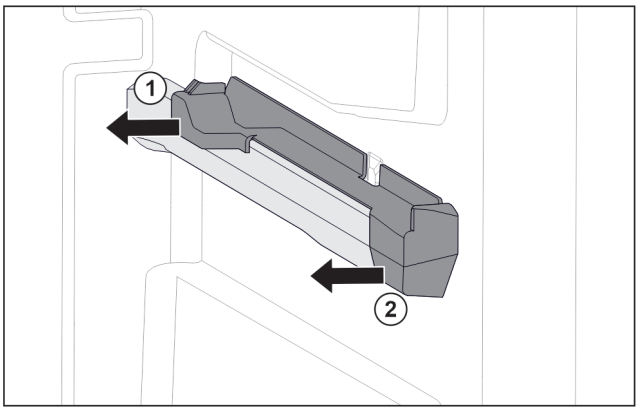

Fig. 147 Attachment on the right moulded rib
▶ Pull off attachment at the back sideways. *Fig. 147 (1)*
▶ Pull off attachment at the front sideways. *Fig. 147 (2)*